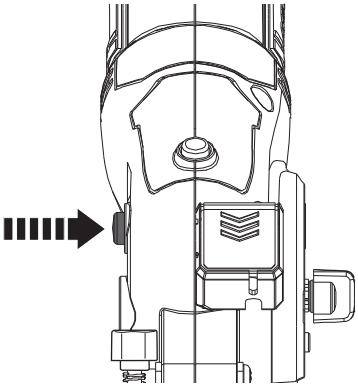

Fig. 1
> Presione el botón de bloqueo del husillo (17) a fondo y manténgalo en esta posición de forma continua (Fig. 1).